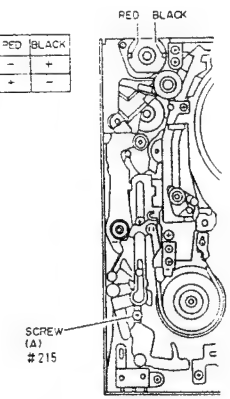
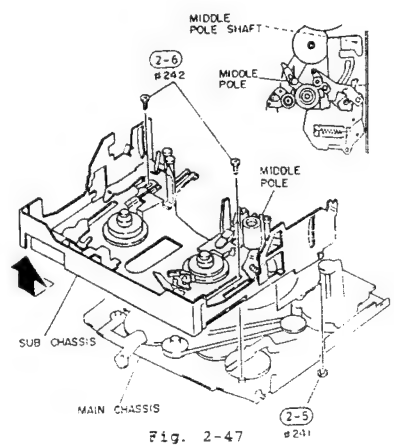

Fig. 2-46
Fig. 2-47
(2) Sub Chassis Assembly
3) Apply DC3V to the loading motor (CN904) so the sub chassis performs loading until screw (A) holding the sub chassis can be seen. When screw (A) can be seen, disconnect DC3V from the loading motor and stop loading. (See Fig. 2-46)
4) Remove screw (A) and apply DC3V to the loading motor in the reverse way to step 3) to set the sub chassis to the eject state.
5) Remove one (1) washer holding the middle pole. (See Fig. 2-47)
6) Remove two (2) screws holding the sub chassis.